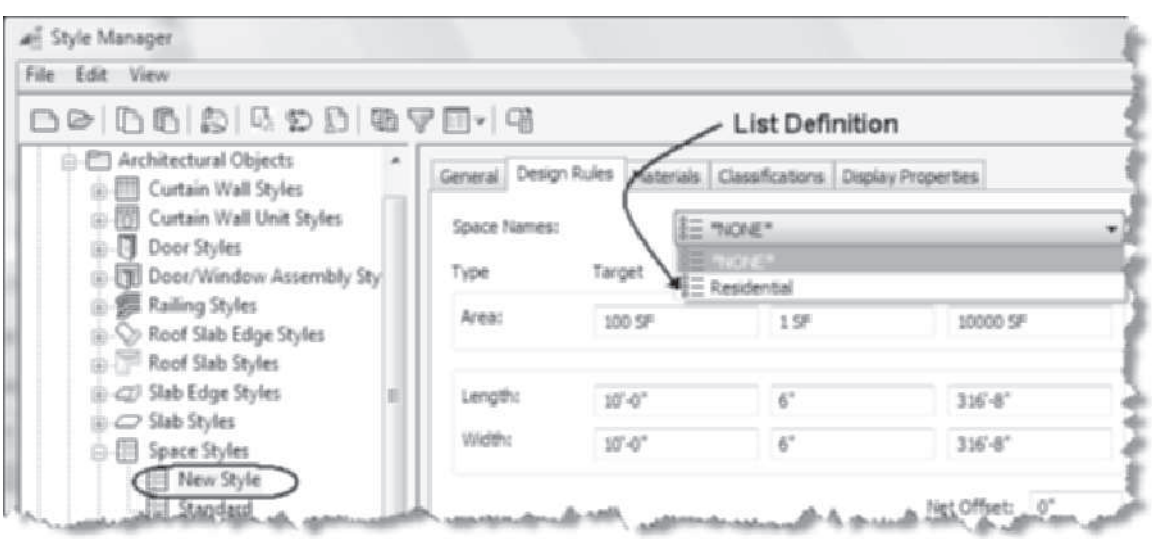

FIGURE 4.35 *Defining a list for a space*
8. Edit the drop-down list to specify the name list for the space style as shown in Figure 4.35. When this space is inserted, the list definition linked to the space style will be displayed in the **Name** field in the Design tab of the Properties palette.